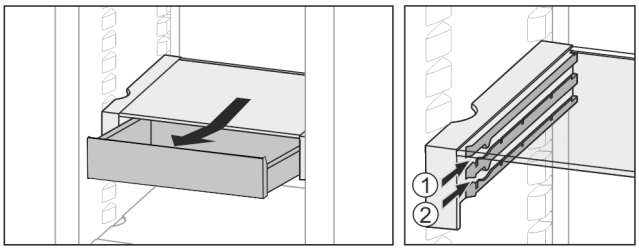

Fig. 26
▶ Slide in at any height *Fig. 26 (1)* or *Fig. 26 (2)*.